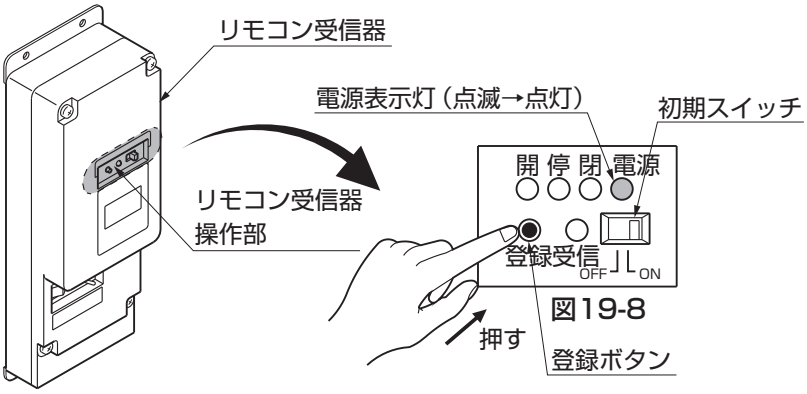

図19-8
①電動柱のコントロールカバーをはずしてください。
②リモコン受信器の登録ボタンを押してください。（図19-8参照）
●電源表示灯が点滅（緑色）します。（図19-8参照）